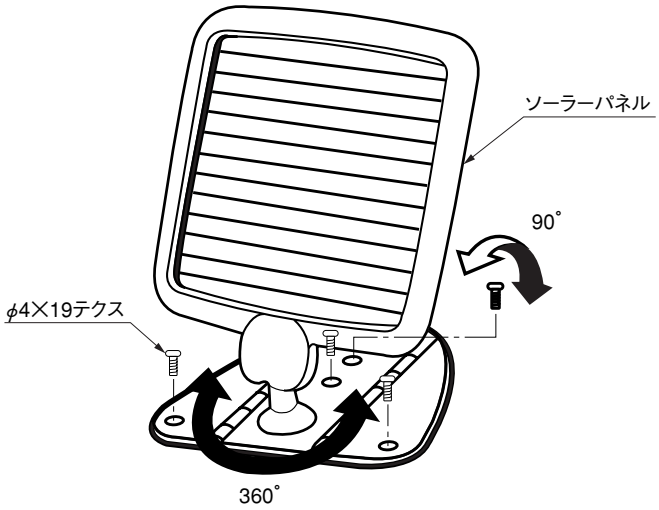

図2-3
❸ ソーラーパネルをソーラーパネル・ライト本体取付ネジ（φ4×19テクス）で取付けてください。（図2-3参照）